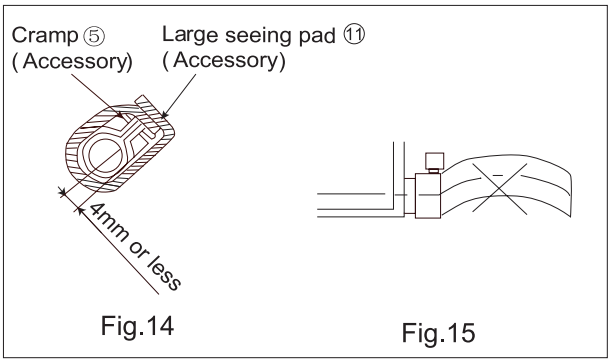

Fig.14 Fig.15
5) Wrap the attached sealing pad OD over the clamp and drain hose to insulate. (Refer to Fig.14)